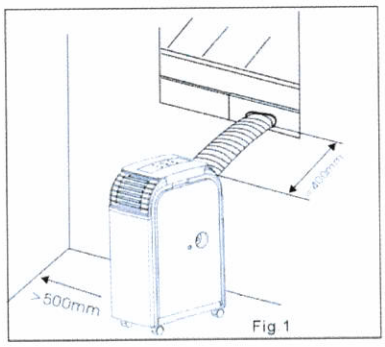

Fig 1
7. Weil das Gerät die Wärme ausstrahlt, halten Sie bitte einen ausreichenden minimalen Abstand von allen Wänden ein. (Abb. 1)